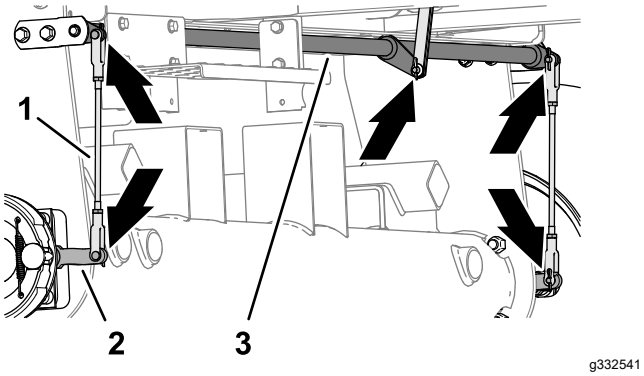

Figur 82
1. Kontrollera om det finns skador eller slitage på den vänstra eller högra bromsstångsenheten (Figur 82).
2. Kontrollera om det finns skador eller slitage på bromsvridaxeln (Figur 82).